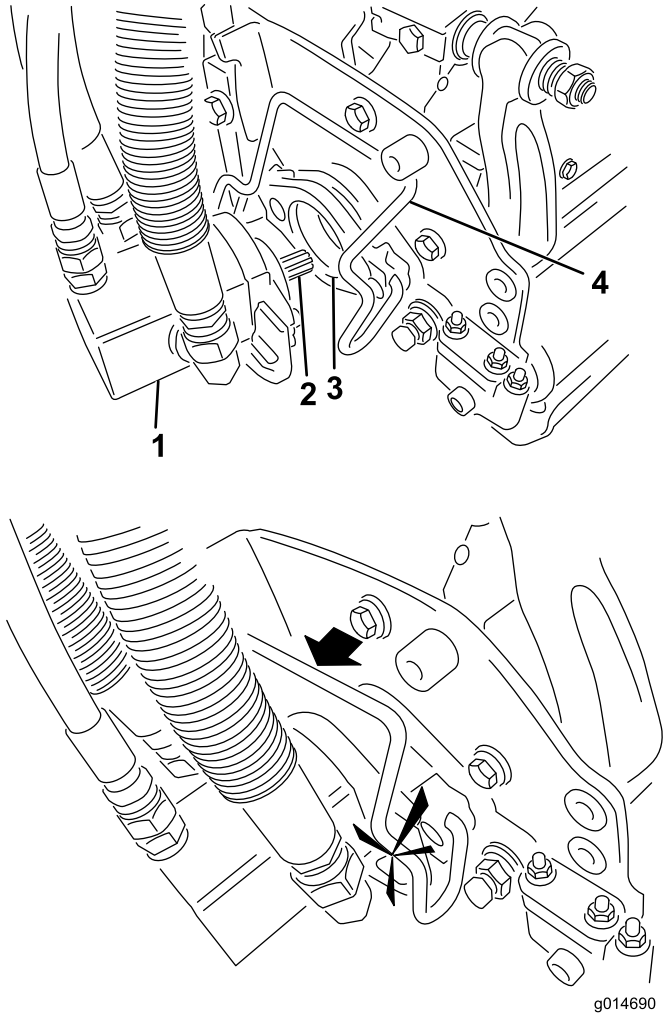

**Figuur 32**
5. Smeer schoon vet op de sleufas van de motor van het maaidek (Figuur 32).
6. Steek de motor in de linkerkant van het maaidek (gezien vanuit de bestuurdersstoel) en trek de motorbevestigingsstang op het maaidek in de richting van de motor totdat u aan beide kanten een klik hoort (Figuur 32).